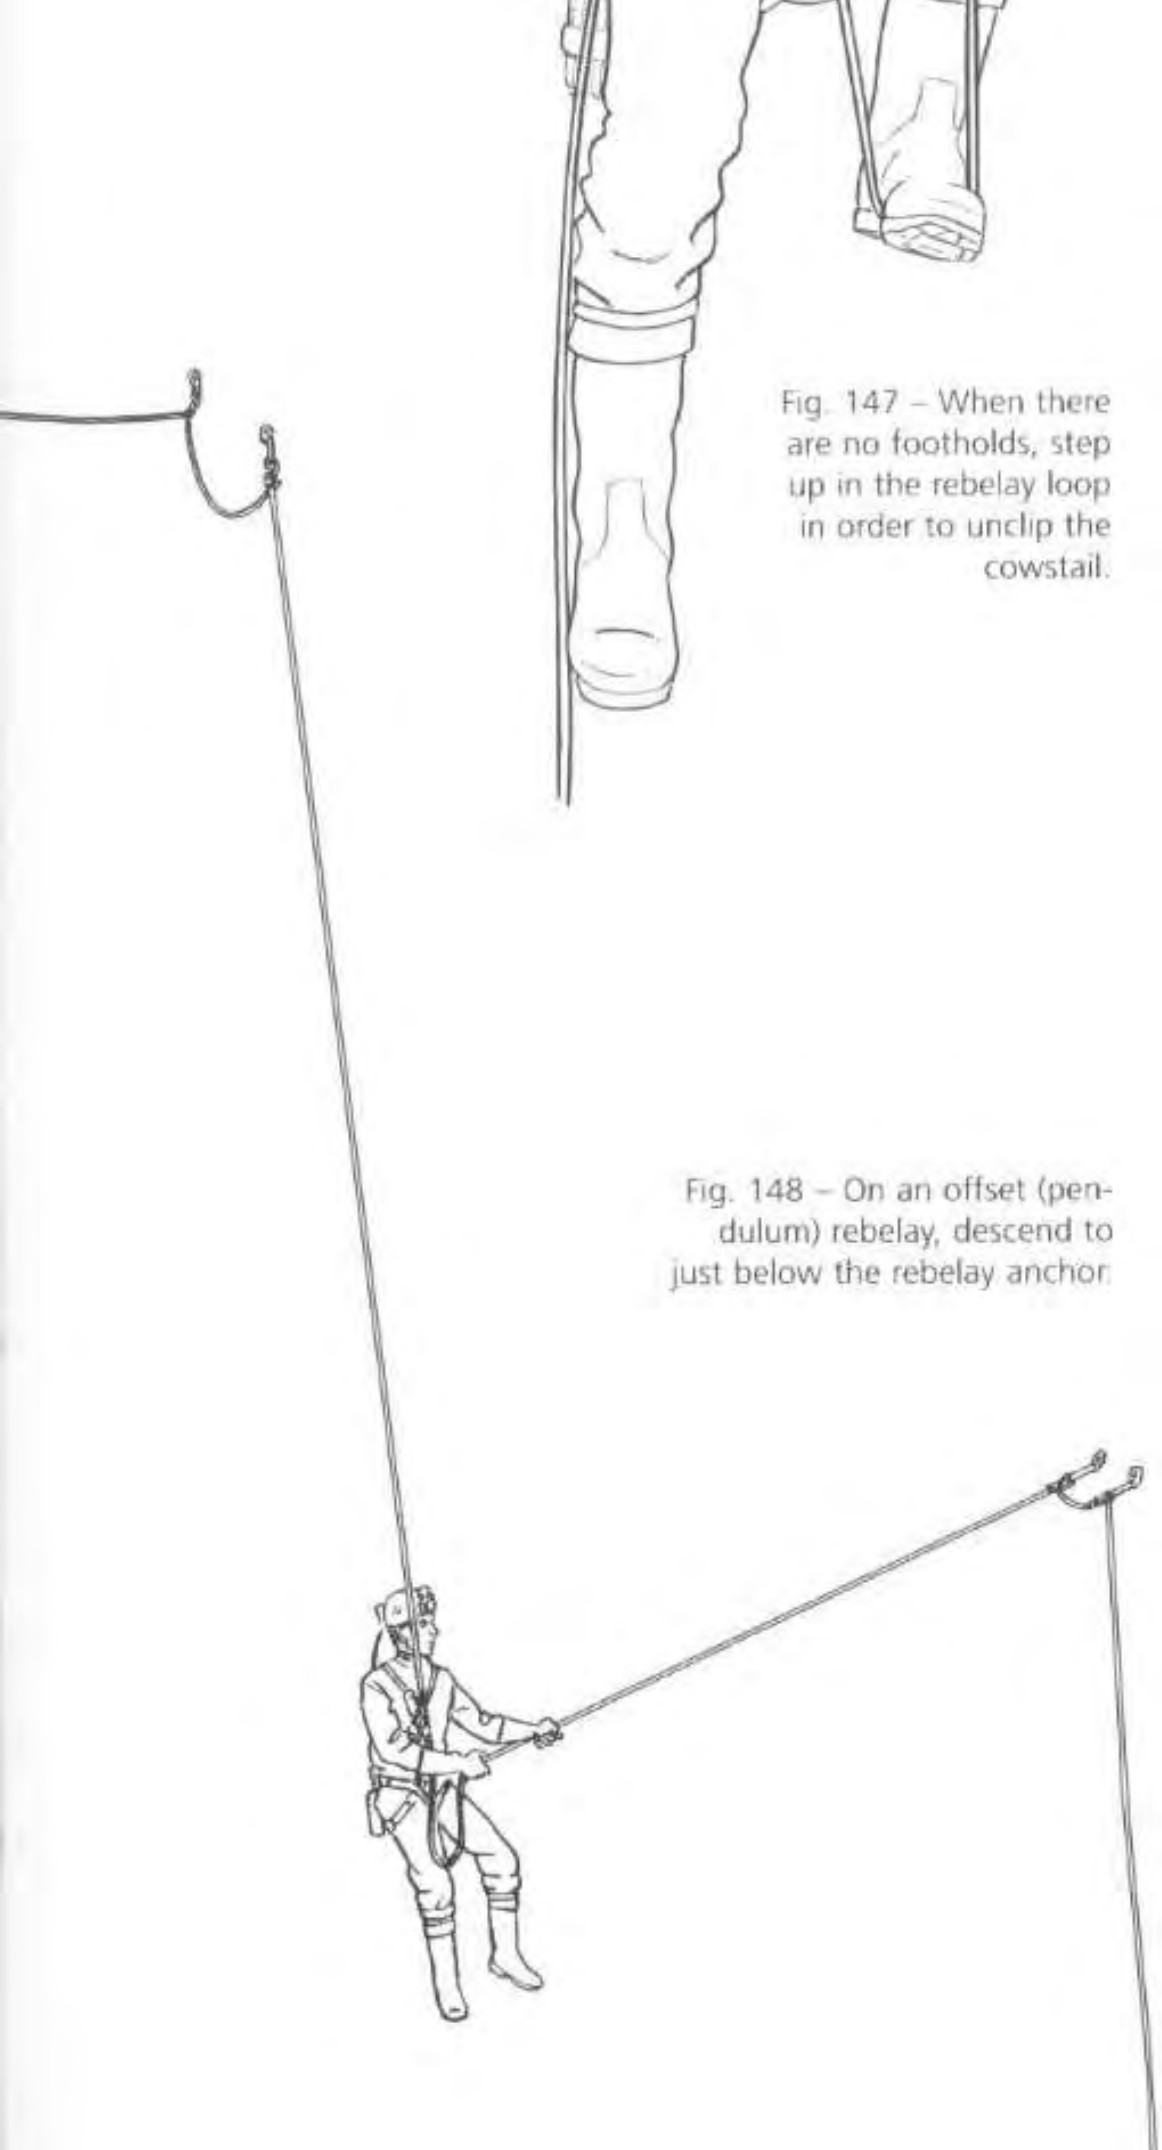

Fig. 148 – On an offset (pendulum) rebelay, descend to just below the rebelay anchor.
- If the rebelay is offset and requires a pendulum swing, rappel just a bit lower than the belay (fig. 148). If you do not have an auto-lock descender, locking off at this point will make it easier to swing over and clip in with your cowstail.